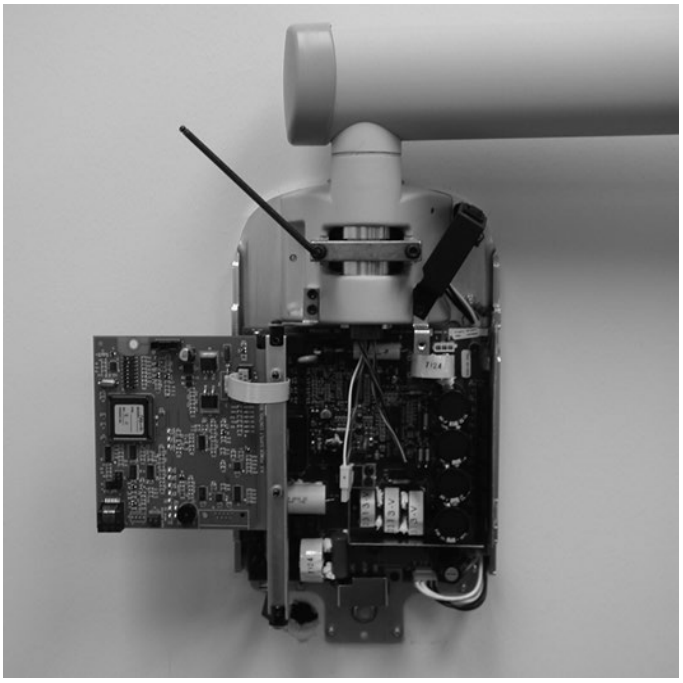

Figure 99 Tightening the Brake
5. Using a 4 mm Allen wrench, as shown in *Figure 99*, tighten the screws equally to apply adequate braking to the pivot post so that Horizontal Arm begins to move after the Articulating Arm.